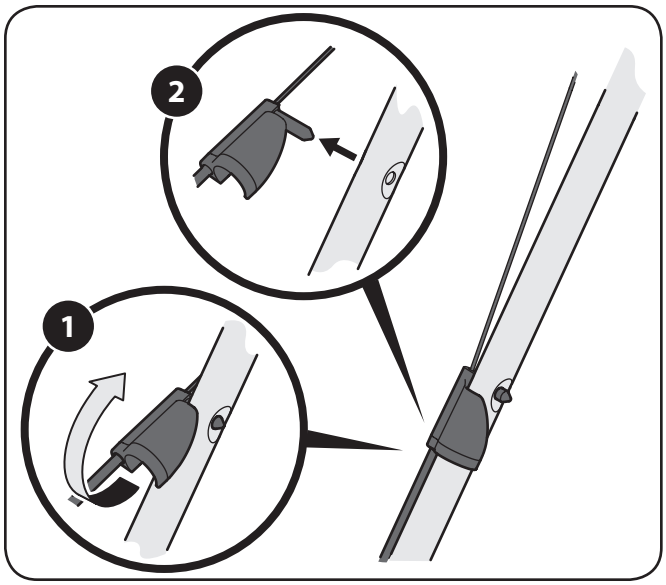

Figura 6-3
1. Gire el montaje cable de la unidad se encuentra en la barra superior izquierda hacia arriba. Vea Figura 6-3.